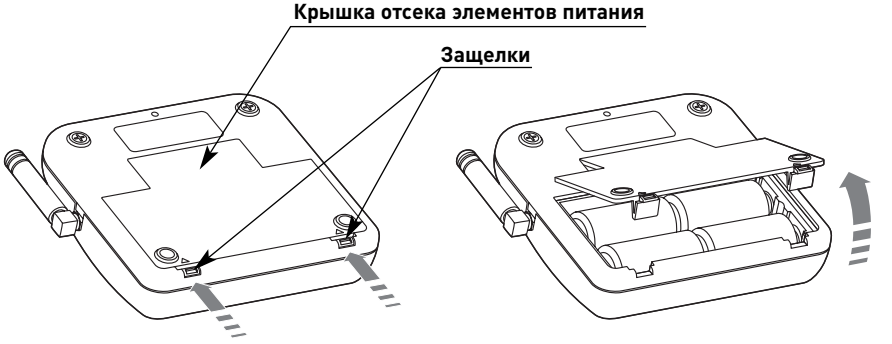
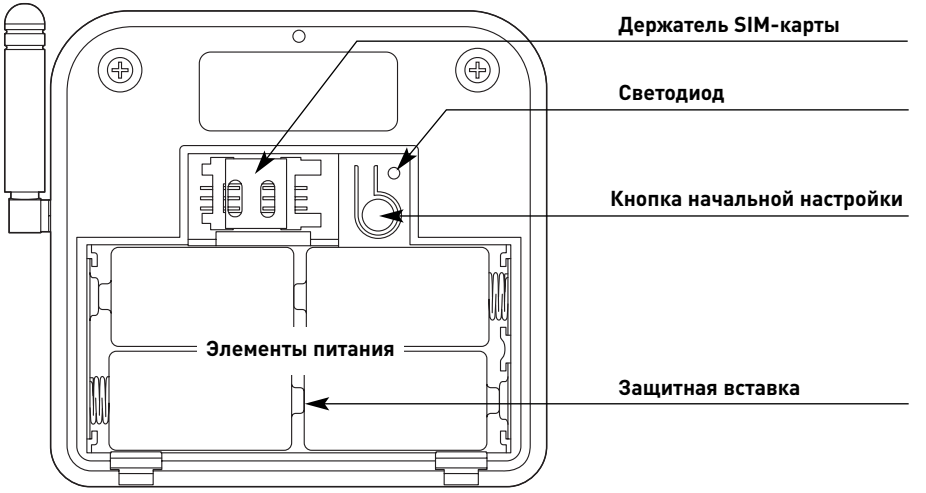

Рис. 4.
Рис. 5.
1. Откройте крышку батарейного отсека. Для этого нажмите на две защелки, приподнимите крышку, как показано на рис. 4, и выньте ее. Вы получите доступ к элементам, показанным на рис. 5.